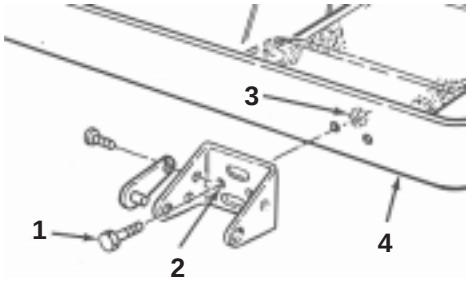

Figure 5
- Groundsmaster 217–D and 220 – Align the bracket with the frame mounting holes. Insert 2 flange head capscrews (3/8 x 2–1/4 in.) through the non–slotted bracket holes and frame mounting holes. Install lock nuts and torque them to 45–50 ft.-lb. (61–68 N·m) (Fig. 5)